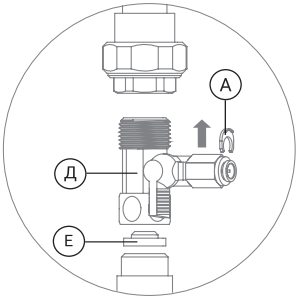

Рис. 10
1. Установите адаптер-вентиль (Д) между магистралью холодной воды и гибкой подводкой вашего смесителя. Уплотните соединение тройника-адаптера с магистралью при помощи поставляемого в комплекте уплотнительного кольца (Е) (рис. 10).